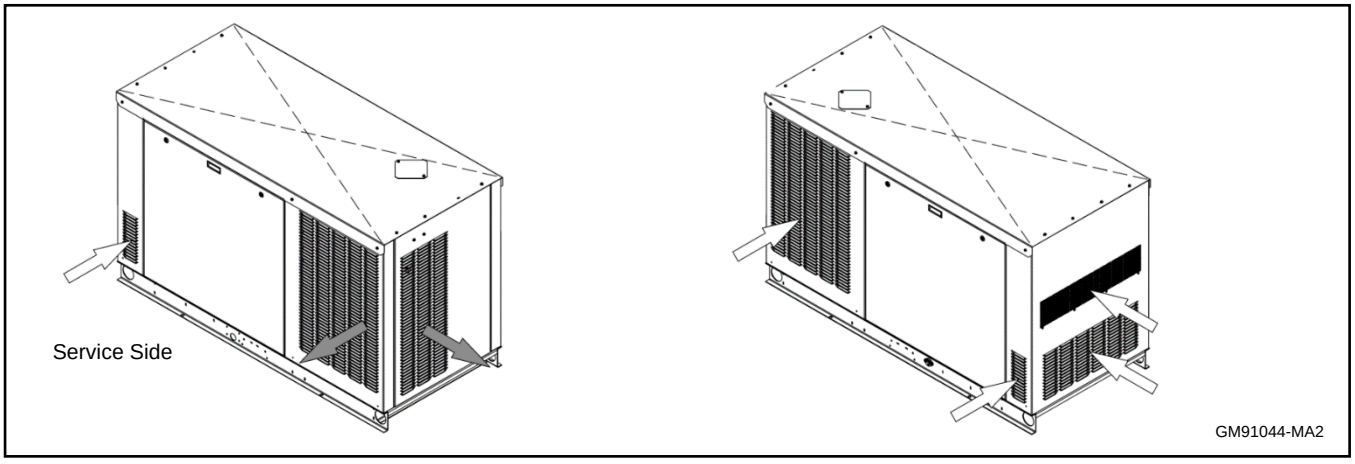

Figure 6 Air Intake and Exhaust
- Provide clearance for cooling air flow and access for service. See Figure 6 and the dimension drawing for required minimum clearances from obstructions and combustible materials.